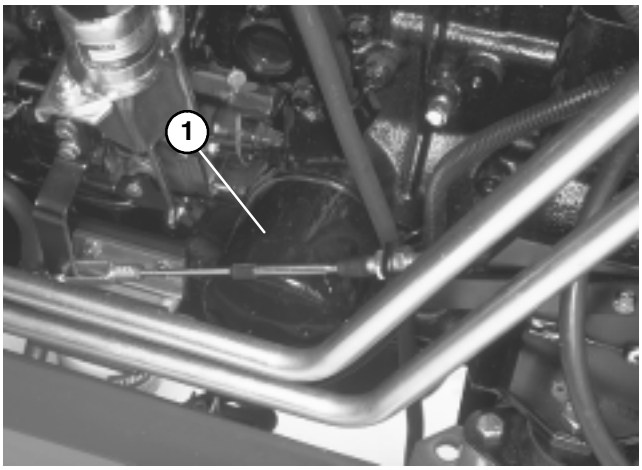

Figure 36
3. Remove drain plug and allow oil to drain into pan. Remove and replace oil filter (Fig. 36); refer to parts catalog for replacement number. Apply a coating of oil to the filter O–ring and tighten filter by hand.